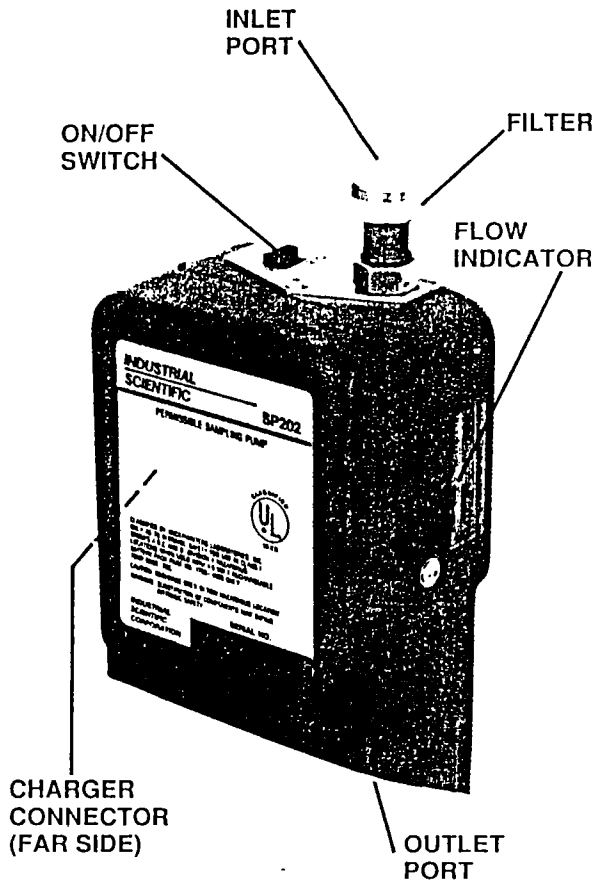

Figure 1.
2. Block the inlet of the SP202 by placing a finger on the filter of the Sampling Pump (see Figures 1 & 2). Check the float in the flow indicator and verify that it is either fluctuating between the red and green area, or that it is completely in the red area of the indicator. Remove the obstruction from the filter of the SP202 Sampling Pump and note that the float in the flow indicator returns to the green area of the indicator.